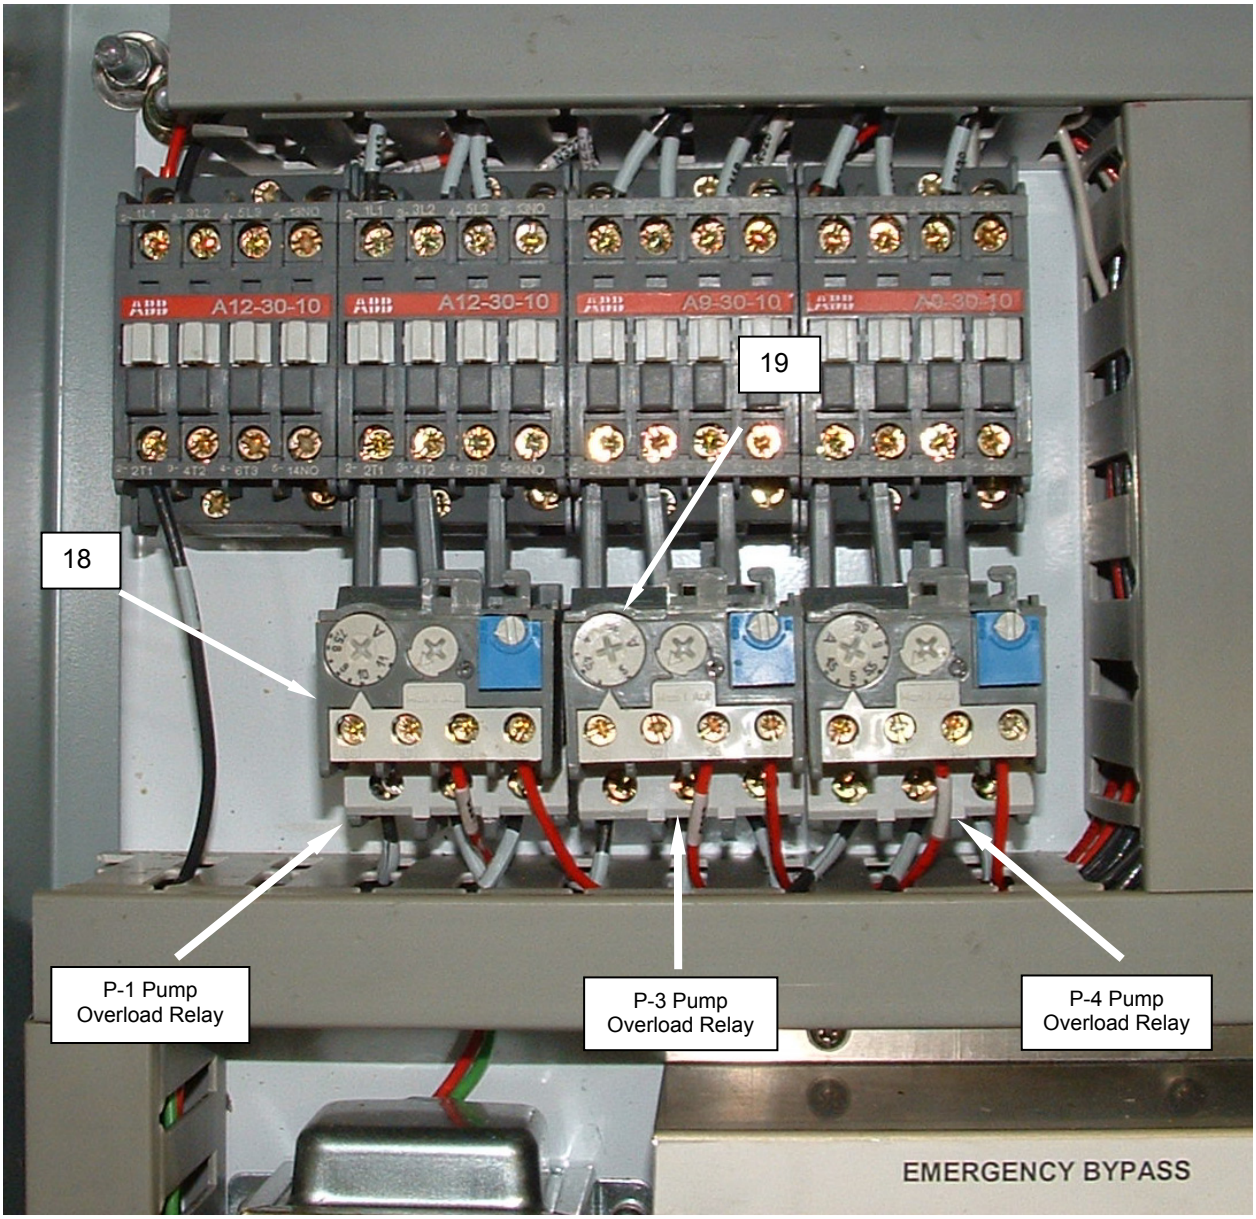

Figure 11. Replace an Overload Relay.
3. Tag and disconnect wiring from the overload relay **(Figure 11, Item 18)**.
4. Remove the screws retaining the overload relay **(Figure 11, Item 18)** to the PLC enclosure, and remove the overload relay.
5. Install the replacement overload relay **(Figure 11, Item 18)** and retain with screws.
The replacement overload relay **(Figure 11, Item 18)** must be set for the correct value. The overload relay for the P-1 pump should be set at 9.8 A at the adjustment dial **(Figure 11, Item 19)**. The overload relay for the P-3 pump should be set at 4.8 A, and the overload relay for the P-1 pump should be set at 5.0 A.